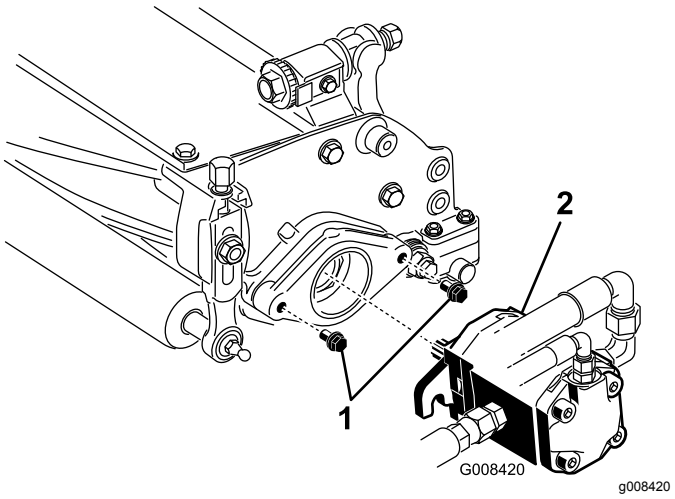

**Rysunek 11**
7. Upewnij się, że na każdej ze śrub montażowych silnika napędu wirnika jest jeszcze około 13 mm wolnego gwintu (Rysunek 11).
8. Posmaruj wielowypust wału silnika świeżym smarem i załóż silnik przekręcając go lekko w prawo, aby kołnierze silnika minęły się z kołkami gwintowanymi. Przekręć silnik w lewo, aby kołnierze objęły kołki gwintowane (Rysunek 11).
9. Dokręć śruby mocujące (Rysunek 11).